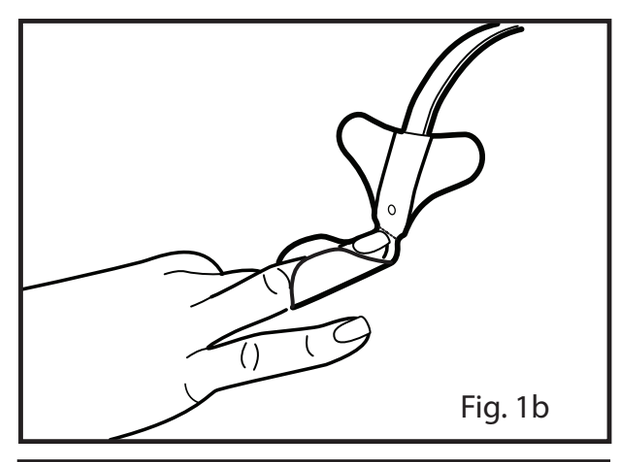

Fig. 1b
2. Consulte la **Fig. 1b.** Presione las alas adhesivas, una a la vez, sobre el dedo. Es necesario que la ventana del detector quede completamente cubierta para garantizar la obtención de datos precisos.